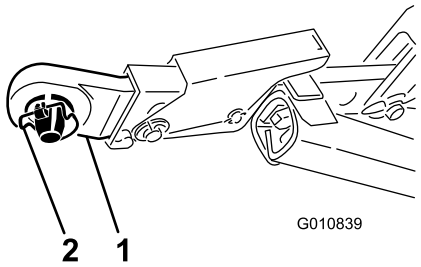
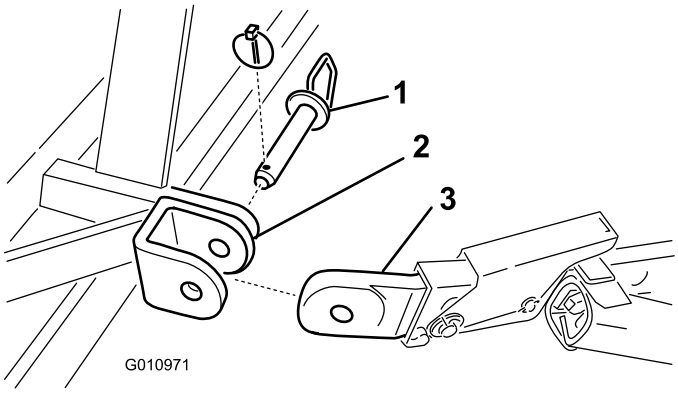

Figuur 3
Figuur 4
6. Bevestig de onderste verbindingsarmen aan de montagebeugels van de beluchter met lynchpennen (Figuur 3) of met koppelpennen en lynchpennen (Figuur 4).